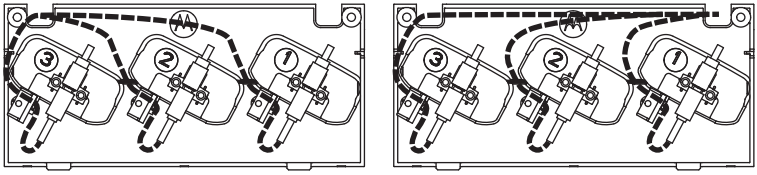

Figure 12: Dress the USB cable depending on the cable's fed out location.
3. Connect the Programming Cable to the USB receptacle on the bottom Charging Pocket and dress the cable(s) like in Figure 12.